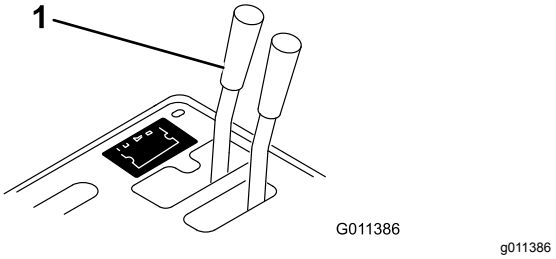
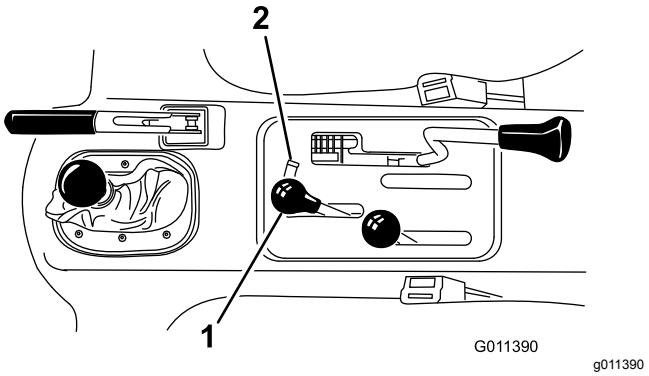

Figuur 14
Figuur 15
1. Bij voertuigen met een serienummer lager dan 239999999 dient u de hydraulische klephendel (Figuur 14) in de zweefstand te zetten, en bij voertuigen met serienummer 240000001 en hoger beweegt u de hydraulische hefhendel (Figuur 15) voor- en achteruit om de druk van het systeem te laten en het ontkoppelen van de snelkoppelaars te vergemakkelijken.